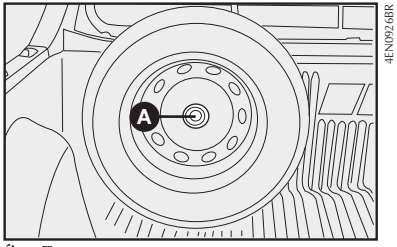

fig. 7
- Nas versões com cabine estendida, destarraxar o parafuso **A-fig. 7** que fixa a roda sobressalente e retirá-la de sua sede.